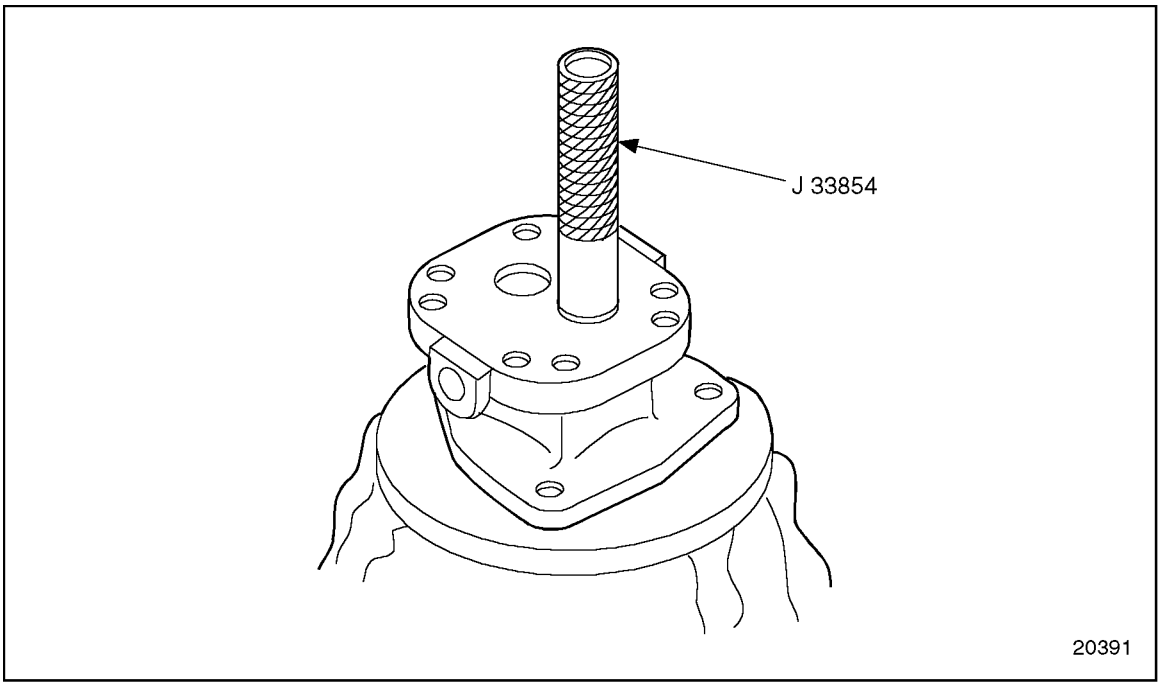

Figure 2-54 Drive Shaft Bearing Installation
17. Install a new needle bearing assembly in the drive shaft bore. See Figure 2-54.